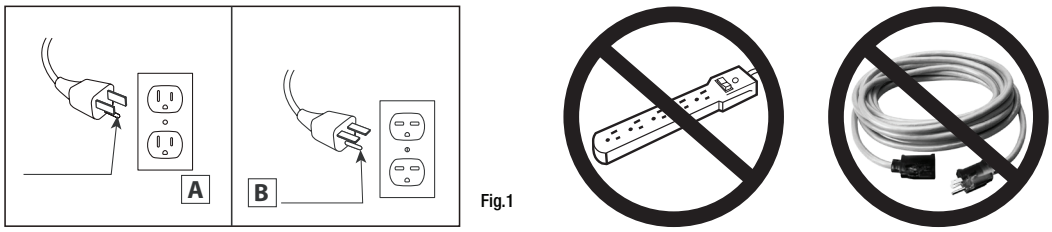

Fig.1
12. Connect to properly grounded outlets only. This heater is for use on 120 volts. The cord has a plug as shown at A in Fig.1. Do not use a 2 prong adapters. Never use with an extension cord or relocatable power tap (outlet/power strip).